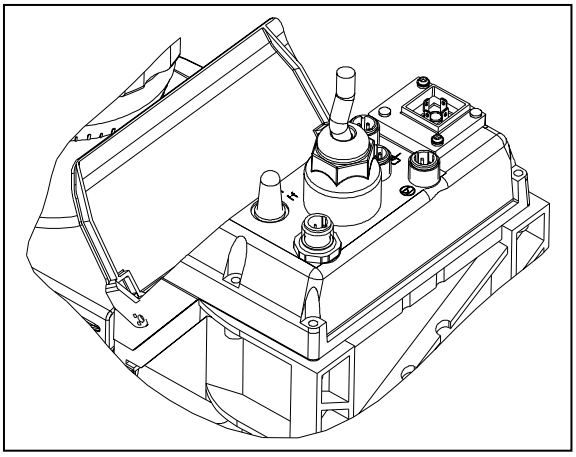

рис.17 – посадка гнезда
- Теперь пластинку релейного выхода прочно прикрепите к корпусу насоса (рис.17).